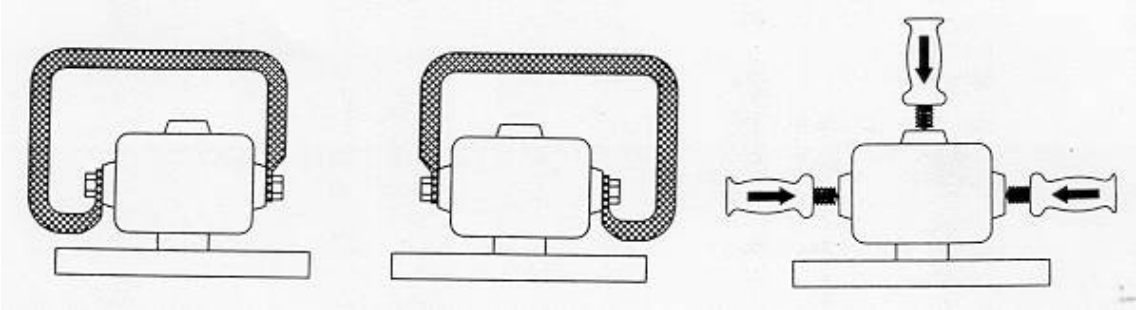

Fig. 1:Empuñaduras adaptables
- Situar la empuñadura lateral en función del trabajo a realizar, o utilizar una empuñadura de puente (Fig. 1).